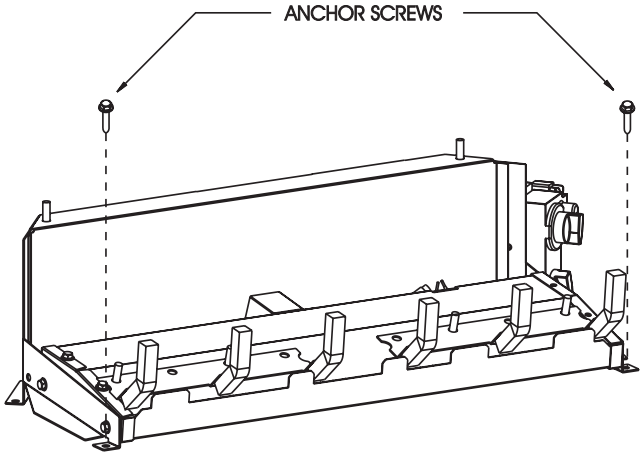

Figura 10
2. Un agujero de anclaje se proporciona en los dos miembros laterales inferiores del marco de la rejilla. Después de centrar la rejilla correctamente, marque las posiciones de los agujeros en el suelo chimenea / cámara de combustión. Perforar dos (2) agujeros de 5/32" de diámetro aproximadamente 1 1/2" de profundidad para tornillos de mampostería o 1/8" agujero para tornillos de chapa.
3. Anclaje de la rejilla en el suelo chimenea / cámara de combustión con los tornillos suministrados. Refiérase a la Figura 10.